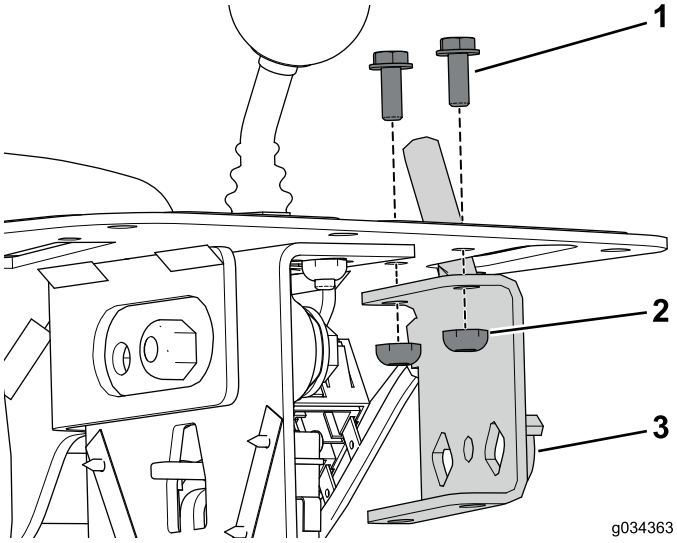

Figura 3
2. Rimuovete ed eliminate i 2 bulloni e dadi di bloccaggio che fissano il gruppo acceleratore al gruppo consolle (Figura 3).